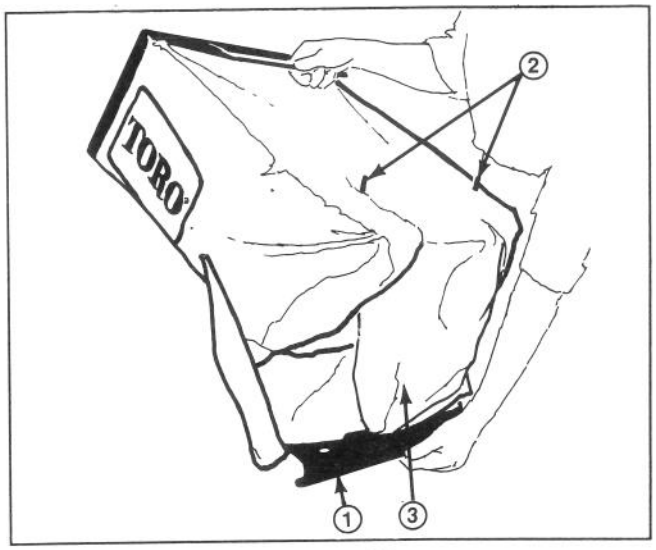

Figure 13
4. LEEGMAKEN VAN DE GRASZAK—Pak de zak bij de hendel van het frame. Licht de plastic stang van de pinnen en laat de achterkant van de graszak van het frame glijden (fig. 13). Licht de klep achterop de graszak op. De voorkant van de zak langzaam opheffen en de zak leegschudden.